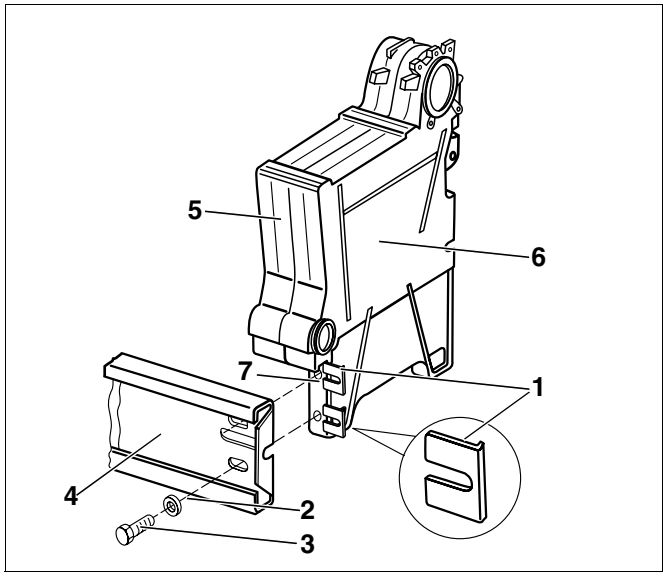
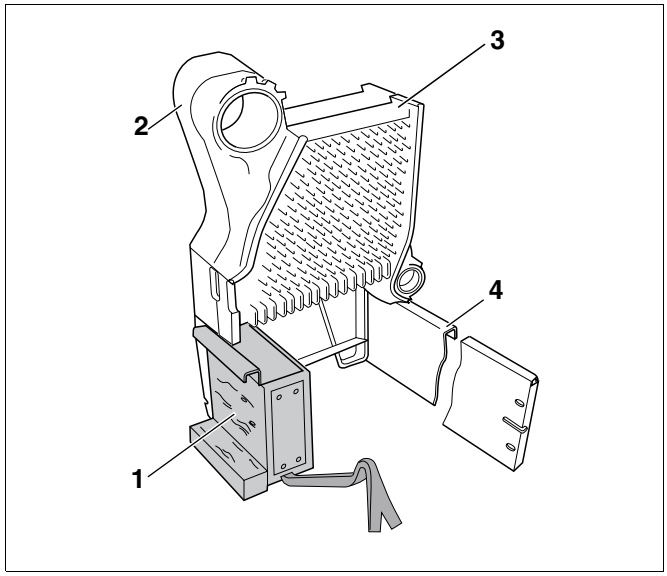

Рис. 13 Установка напольной планки
Рис. 14 Секции котла, установленные на монтажном приспособлении
- Вставить вкладыш (рис. 13, **поз. 1**) в опору конечной секции (рис. 13, **поз. 7**).
- Закрепить напольную планку (рис. 13, **поз. 4**) болтами M8 x 30 (рис. 13, **поз. 3**) с подкладными шайбами (рис. 13, **поз. 2**) и гайками на опоре конечной секции (рис. 13, **поз. 7**).
Часть котлового блока (конечная секция (рис. 13, **поз. 6**) и первая средняя секция (рис. 13, **поз. 5**)) должны во время сборки иметь опору и быть закрепленными от опрокидывания. Для опоры части блока используйте монтажное приспособление (рис. 14, **поз.** 1, стр. 18).
Здесь показана сборка котлового блока с помощью монтажного приспособления (рис. 14, **поз. 1**).
- Установить конечную секцию (рис. 14, **поз. 2**) с первой средней секцией (рис. 14, **поз. 3**) на фундамент и немного отклонить.
- Задвинуть монтажное приспособление (рис. 14, **поз. 1**) под секции котла и осторожно установить их.